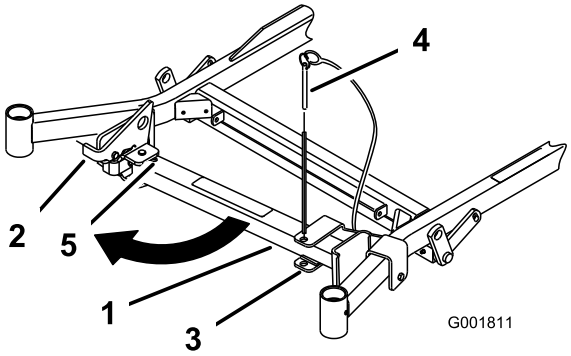
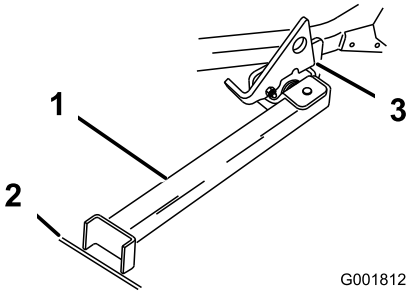

Figuur 34
Figuur 35
2. Verwijder de pen van de beugel (Figuur 34).
3. Zet de vergrendeling omhoog. Draai het voetstuk van de Z Stand aan de voorkant naar buiten en schuif de Z Stand in de richting van de machine in de onderkant van de sleuf (Figuur 34 en Figuur 35).
6. Plaats het voetstuk op de grond en laat de vergrendeling op de draailip rusten (Figuur 35).
Opmerking: Om de beste resultaten te verkrijgen, moet u het voetstuk in spleten in een voetpad of een gazon plaatsen (Figuur 35).
8. Rij de machine de Z Stand op. Stop de machine als de vergrendeling boven de lip in de vergrendelde stand valt (Figuur 35). Als de machine op de Z Stand staat, stelt u de parkeerrem in werking en zet u de motor af.
7. Zet de Z Stand terug in de ruststand (Figuur 34).